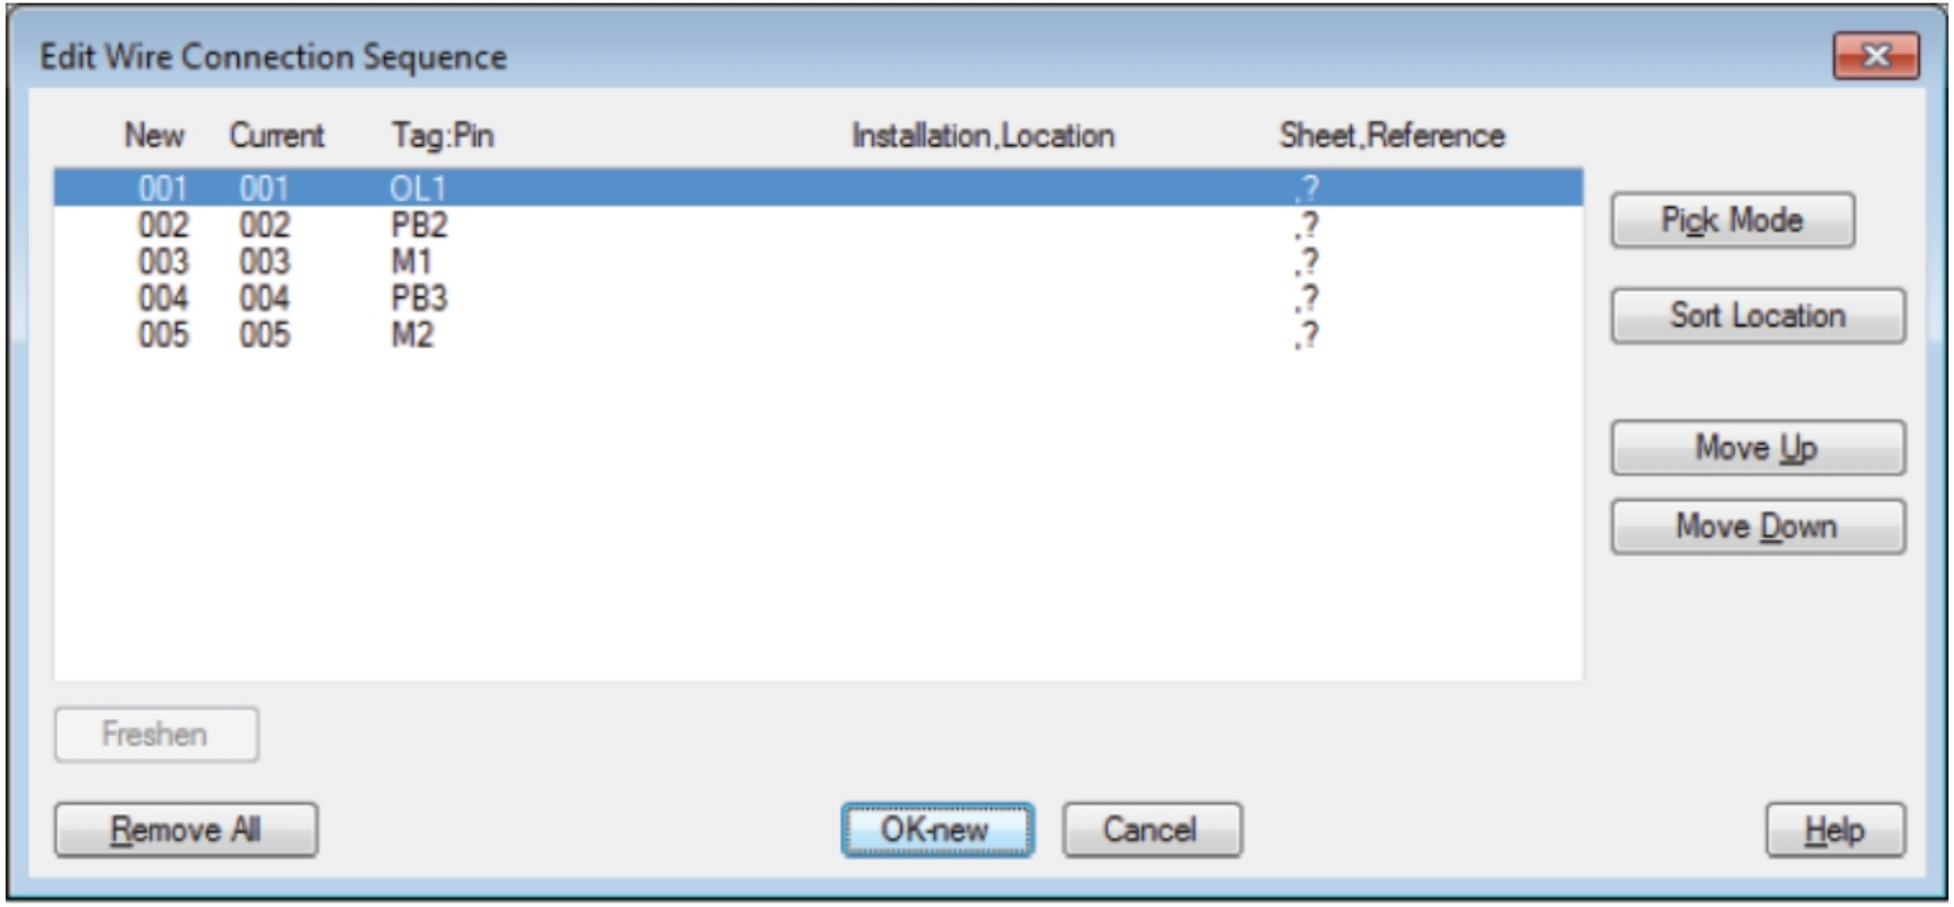

Figure-100. Edit Wire Connection Sequence dialog box
- Click on the wire in desired wire network. The **Edit Wire Connection Sequence** dialog box will be displayed; refer to Figure-100.